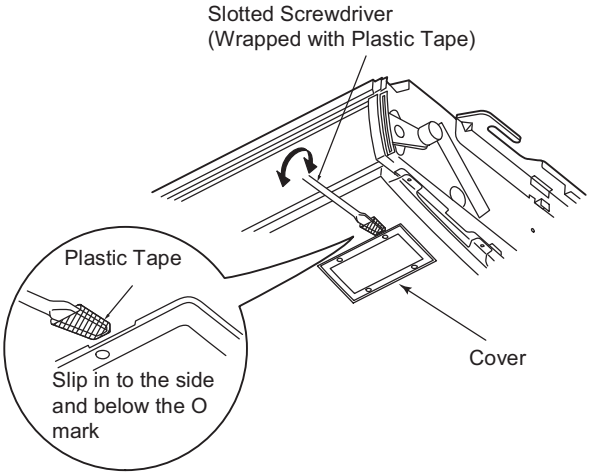
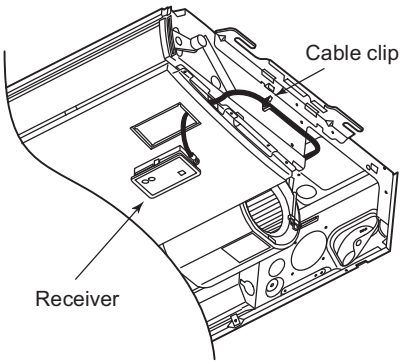
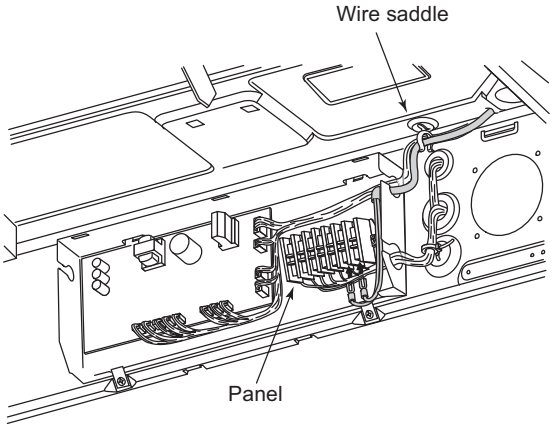

Fig. 8-7
Fig. 8-8
Fig. 8-9
(2) Wrap the tip of a slotted screwdriver with plastic tape and then slip it in to the side of and under where O is printed on the cover, wiggling the cover free. (Fig. 8-7) (Be careful not to scratch the panel.)
(3) After passing the lead wire through the panel, install the receiver in the hole in the panel. (The projecting parts of the receiver is held in the hole in the panel)
(4) Fasten the receiver's lead wire to the cable clip that is holding the wire from the louver motor. (Fig. 8-8)
(5) Attach the side panel.
(6) Put the receiver's lead wire together with other wires, such as the louver motor wire and fasten them with the wire saddle. (Fig. 8-9)